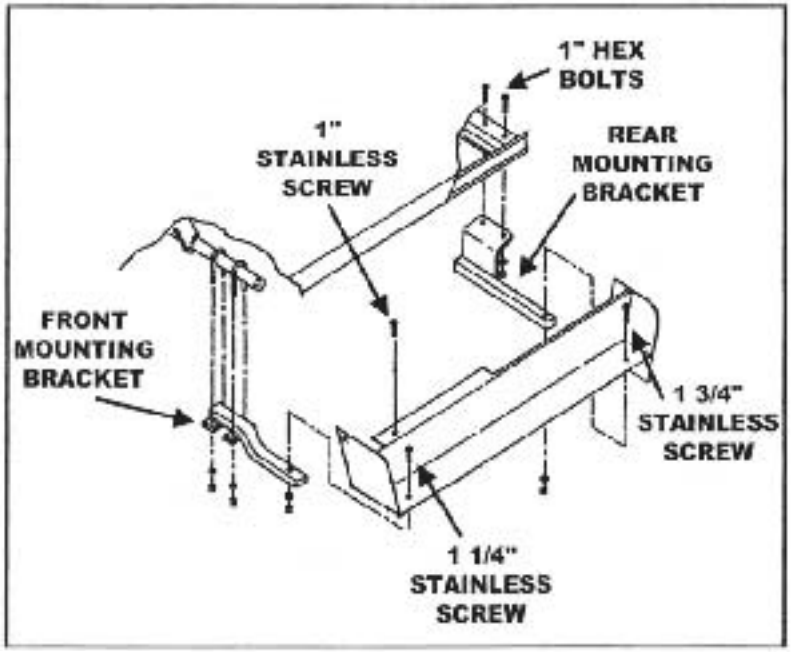

Figure 1
1. Remove rubber side trim from cart. Attach each of the Front mounting brackets with U-bolts provided using 4 ea 1/4" flat washer and nylok nuts for each bracket approximately 3 1/8' of the mounting bracket should extend rom the cart. Attach each of the rear mounting brackets using 2 ea 1/4" x 1" hex bolts, 1/4" flat washers and Nylok nuts for each side. Note: Some carts have 1, 2, or no holes in the frame depending on the year, some drill ing may be required. When mounted correctly, the square tubing will be flush with the bottom of the cart and extending out approximately 3 1/8" from the cart (Figure 1).
2. Lay rocker panel/running boards on mounting brackets and clamp together. Drill 2 ea 1/4" holes from the underside of each of the rocker panel/running boards. Attach using 1 ea 1/4" x 1 1/4" Phillips stainless screw, 1/4" flat washer and, Nylok nut for each front bracket, and a 1/4" x 1 3/4" Phillips stainless screw, 1/4" flat washer, and Nylok nut for each rear bracket. (Figure 1)
3. Drill a 1/4" hole through the plate portion of each running board and into the floorboard. Secure using 1 ea 1/4" x 1" stainless screw, 1/4" flat washer and Nylok nut for each side. (Figure 1)